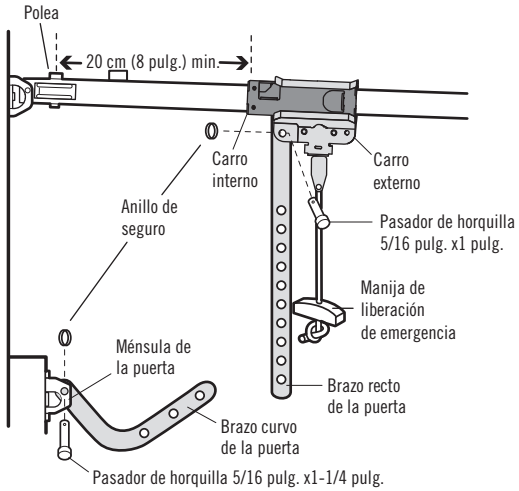

Figura 2
4. Junte las dos secciones. Busque dos pares de orificios que estén alineados y una las secciones. Elija orificios lo más apartados posible para aumentar la rigidez del brazo de la puerta (Figura 2).